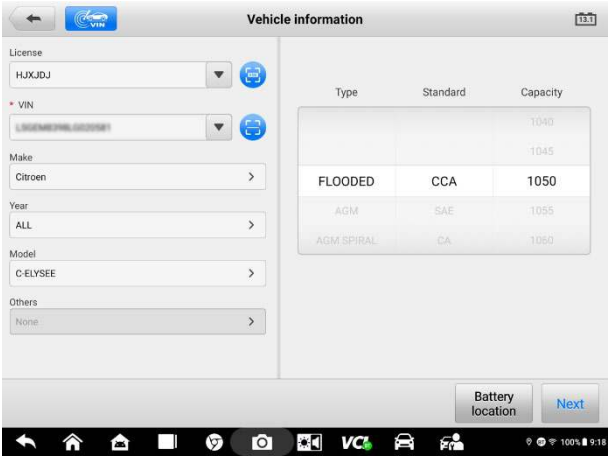

Figure 9-4 ***Vehicle Information Screen***
1. Tap **Next** on the Vehicle Information screen (Figure 9-4). Follow the on-screen instructions. Check the boxes once all required tasks are completed, and tap **Start Testing**.